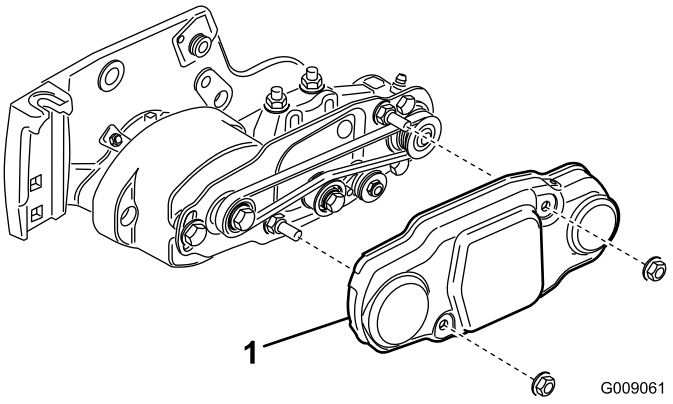

Figur 18
25. Skub remskærmen på monteringsboltene, og fastgør det med 2 flangemøtrikker (Figur 18).